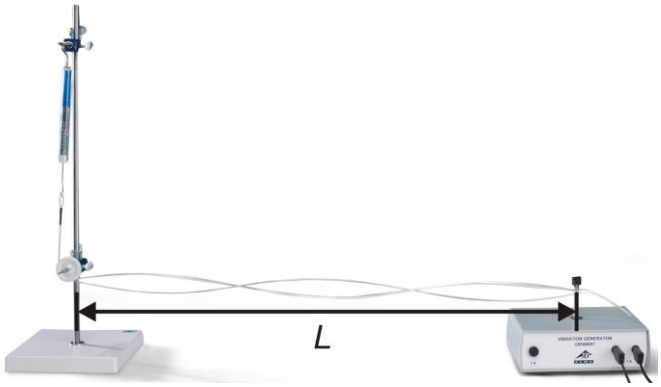

Fig. 4b: Illustration der (effektiven) Länge *L* des eingespannten Seils.
- Den Abstand zwischen Stativ mit Umlenkvorrichtung und Vibrationsgenerator so wählen, dass die (effektive) Länge *L* des Seils (Fig. 4b) ca. 90 cm beträgt. Das Seil mit Hilfe des Kraftmessers spannen ($F \approx 0{,}6$ N) und mit Hilfe der Rändelschraube am Steckerstift des Schwingungserregers nur noch leicht fixieren.